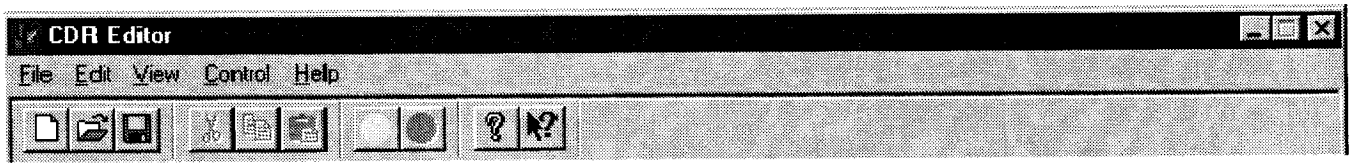

FIGURE 3-6. SAMPLE TOOLBAR
3.1.4.2 Toolbars. Functions are also grouped as Toolbars at the top of an application window. Toolbars are a set of icons which allow the user to carry out specific operations by simply clicking on the icon. Since Toolbars are specific to an application window, they differ from one application window to another. In the SMC-PC procedures in Section 4, the functions available on each Toolbar are described. Figure 3-6 shows a sample toolbar.